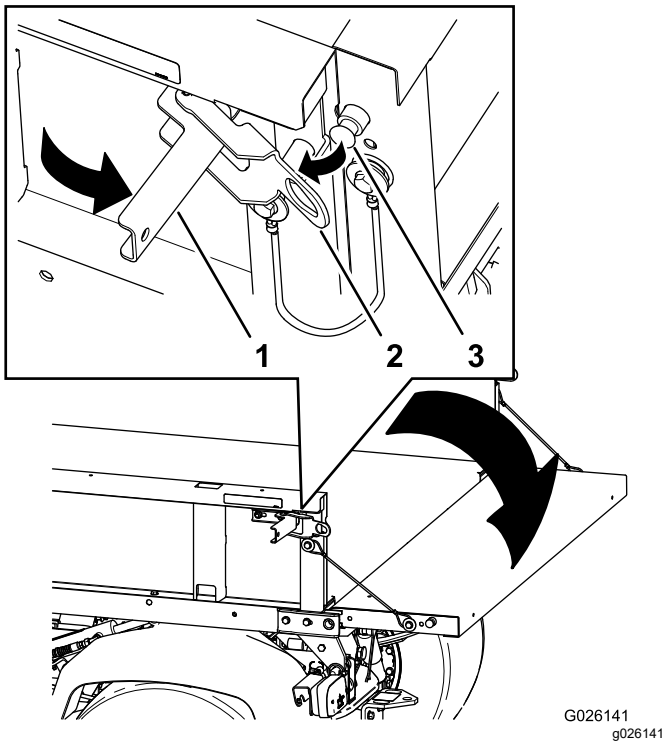

Figuur 13
2. Zet de sluitingen aan de linker- en rechterzijde van de laadbak los en laat de achterlaadklep zakken (Figuur 13).